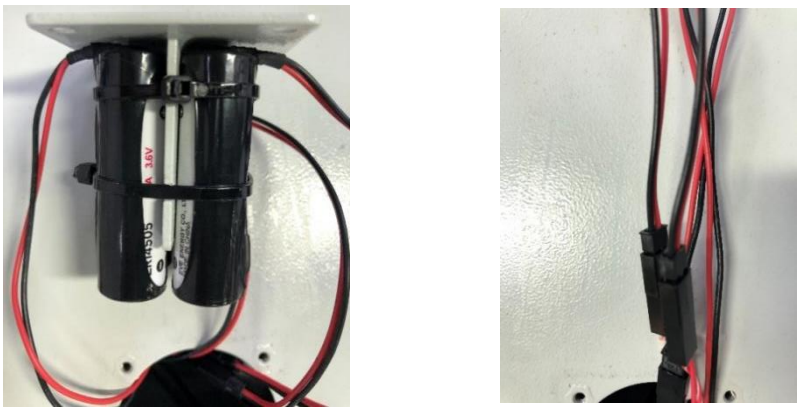

图 4-4 编码器电池维护图
3) 移除固定编码器电池固定支架的 4 颗螺丝，用剪钳剪断固定旧电池的扎带，将电池取出并断开电池插头，如图 4-4 所示。